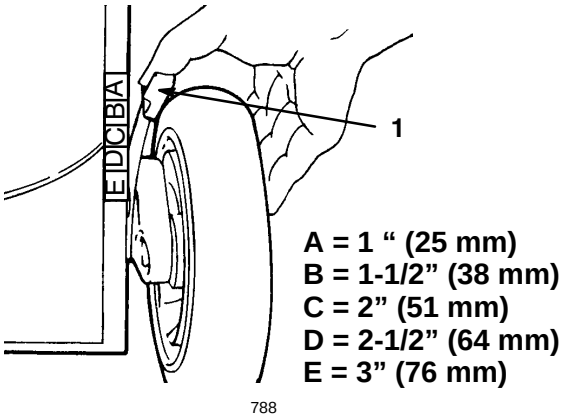

**Figure 13**
3. Squeeze the lawn mower's height-of-cut lever toward the wheel and move it to the corresponding letter on the lawn mower housing (Fig. 13).